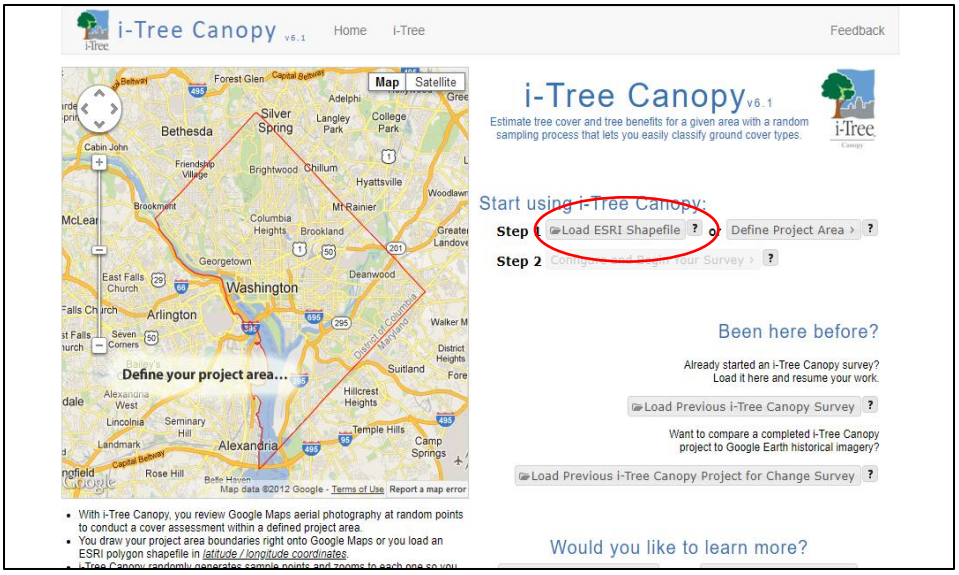

Figure 38. i-tree Step 1
1.1 The Project Developer will need to upload a Shapefile of the Area of Analysis by selecting the [Load ESRI Shapefile] button (Figure 38).